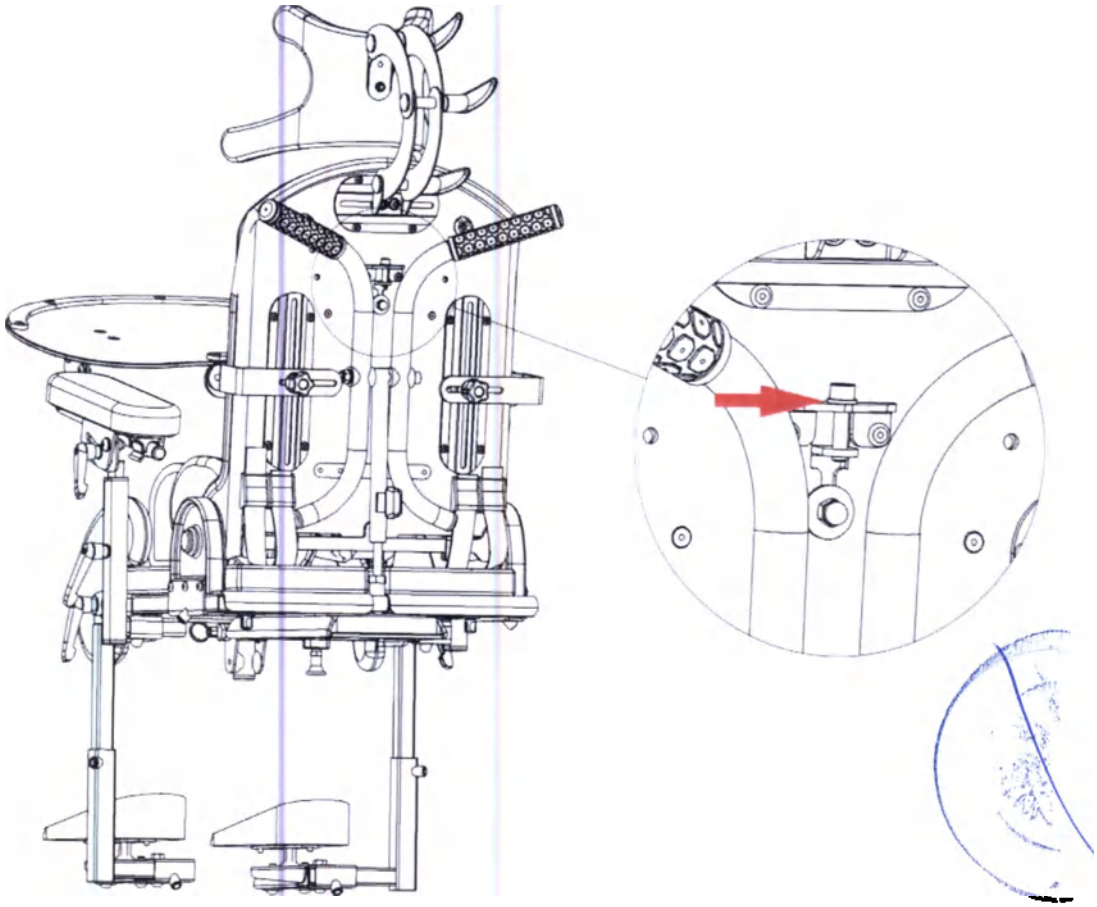
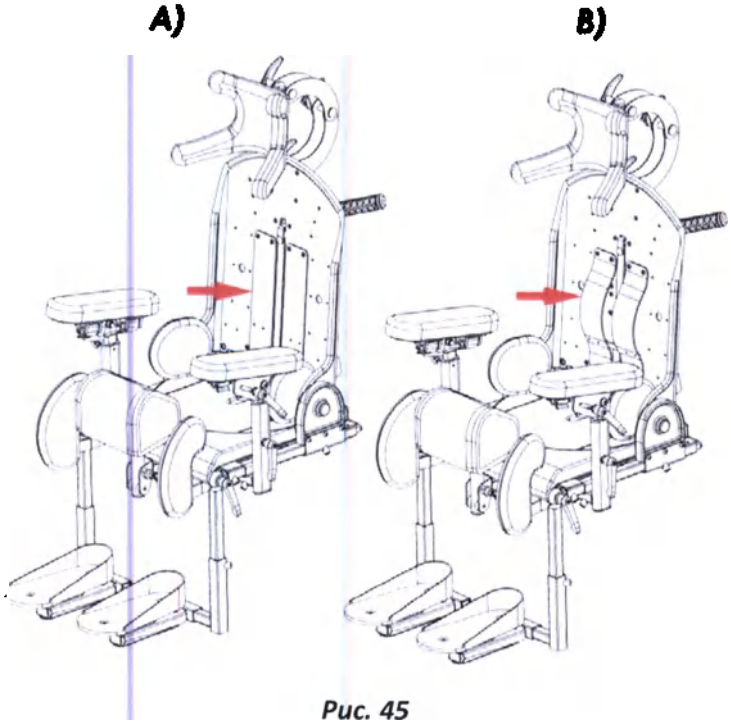

Рис. 44
Рис. 45
Для регулировки поясничной опоры используется винт на задней части спинки, обозначенный красной стрелкой на *Рис. 44*. Затягивая винт, мы меняем форму профиля спинки - от совершенно плоской, как на *Рис. 45 (A)*, до изогнутого в соответствии с анатомическими искривлениями позвоночника, как на *Рис. 45 (B)*.